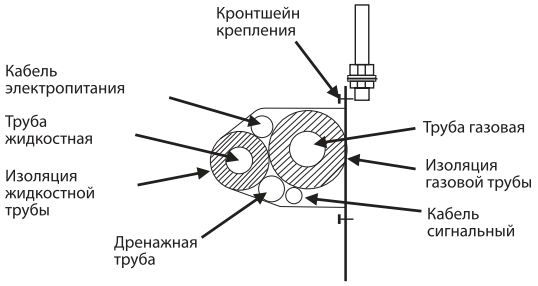

Рисунок 46 - Схема связывания трассы
• Трубопроводы хладагента, силовой и межблочный кабели, а также дренажный трубопровод (при необходимости), должны быть связаны в единый пучок изоляционной лентой в следующем порядке (см. рисунок 46):